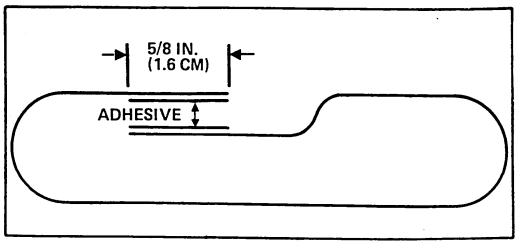

Figure 8-15. Format Tape Splicing
1. Apply a thin even coat of Fast Tack Adhesive where indicated on the format tape and also to the corresponding underside of the other end of the tape (figure 8-15). Allow the adhesive to dry until tacky.